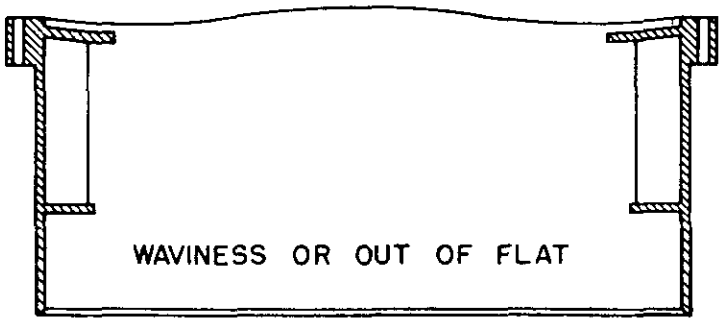

FIGURE 1
B. The maximum total waviness or out of flat (shim thickness) is not to exceed 0.050 inches (1.27 mm). (see Figure 1).